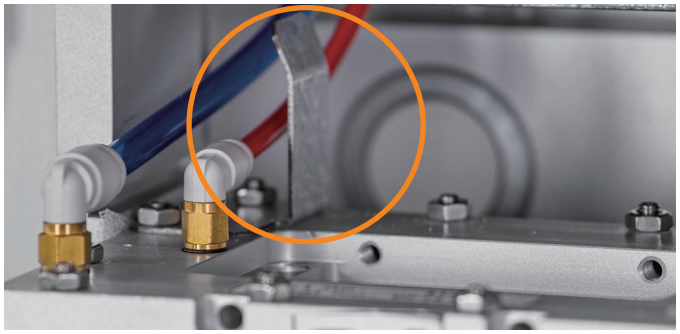

图 80. 确保气管位于突出显示的支架的左侧。
9. 重新连接气体管路。拉拽这些管路，确保它们正确固定，且气管位于支架左侧，如图 80所示。